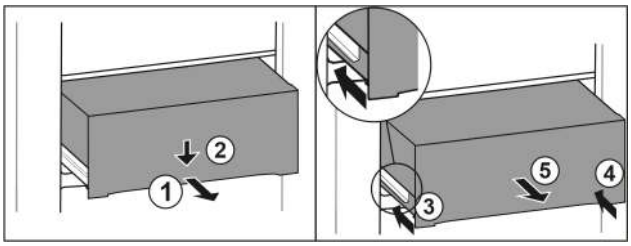

Fig. 135
▶ Pull out the drawer halfway. *Fig. 135 (1)*
▶ Press down the drawer on the front. *Fig. 135 (2)*
▶ Push in the left rail approximately 2 cm (13/16 in). *Fig. 135 (3)*
▶ Push in the right rail approximately 2 cm (13/16 in). *Fig. 135 (4)*
▶ Remove drawer to the front. *Fig. 135 (5)*